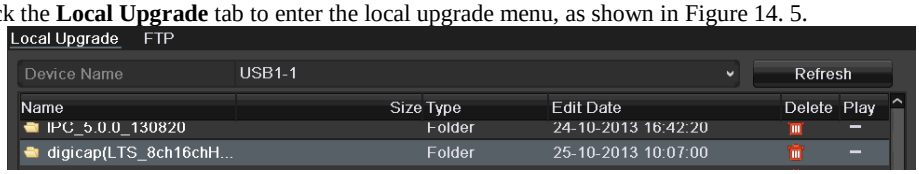

Figure 14. 5 Local Upgrade Interface
3. Click the **Local Upgrade** tab to enter the local upgrade menu, as shown in Figure 14. 5.